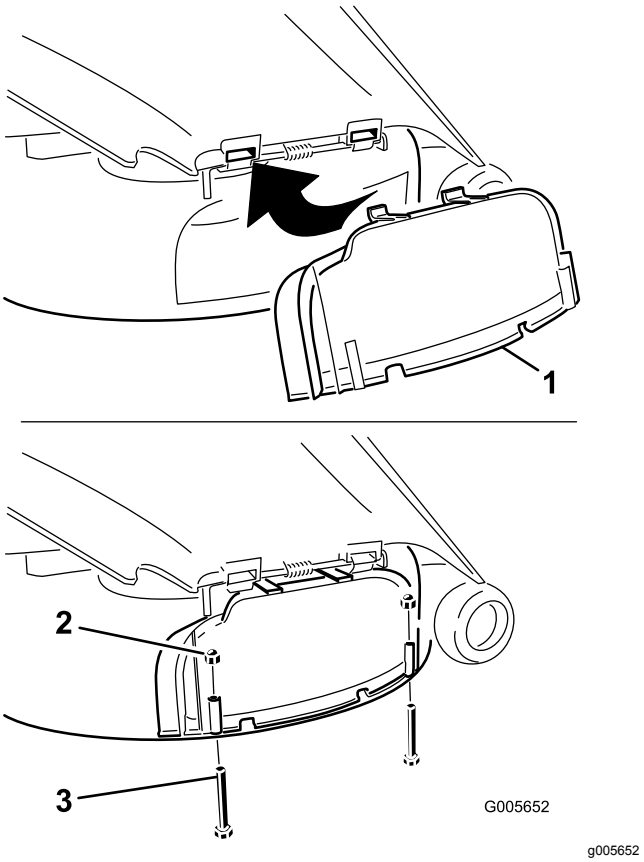

Figur 25
5. Drei utslippsdekslet ned over åpningen og ned på gressklipperens nederste kant (Figur 25).
6. Fest utslippsdekselet til nedre kant av gressklipperen med to bolter (¼ x 2½ tommer) og to rundmuttere (¼ tomme) som vist i Figur 25.